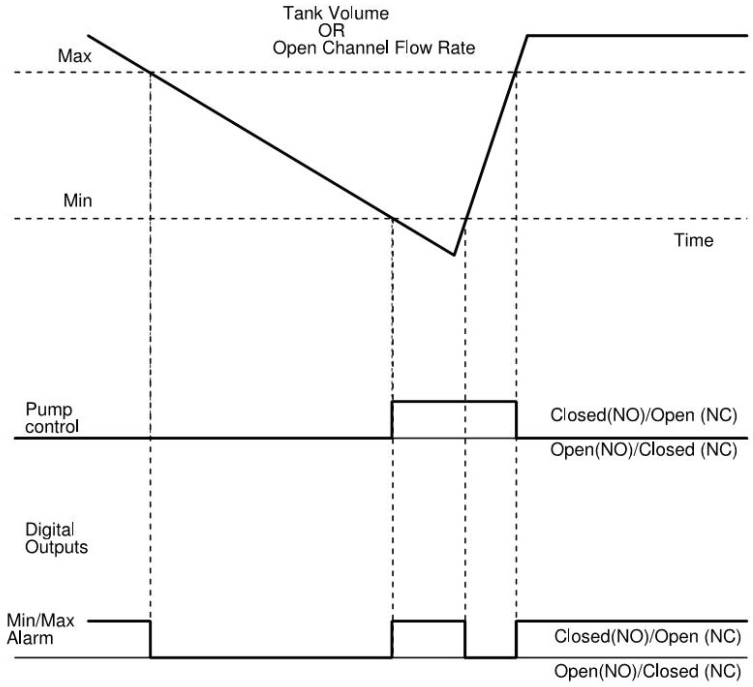

Figure 2: Tank volume or open-channel flow rate
• Min/Max Alarm: Indicates when flow rate exceeds thresholds defined by Set Min. or Set Max. in % of full scale. See *“Figure 2: Tank volume or open-channel flow rate” on page 24*.
• Pump Control: Starts or stops the pump. See *“Figure 2: Tank volume or open-channel flow rate” on page 24*.